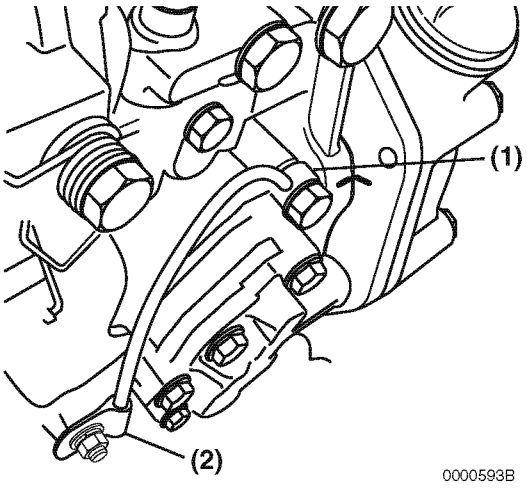

Figure 7-12
14. Disconnect the lube oil line **(Figure 7-12, (1))** and the clamp **(Figure 7-12, (2))** from the pump.